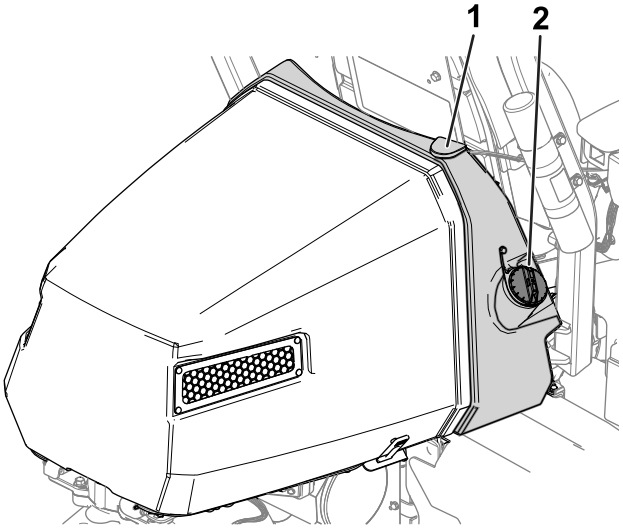

Figura 30
2. Limpe a zona em redor da tampa do depósito de combustível e retire-a (Figura 30).